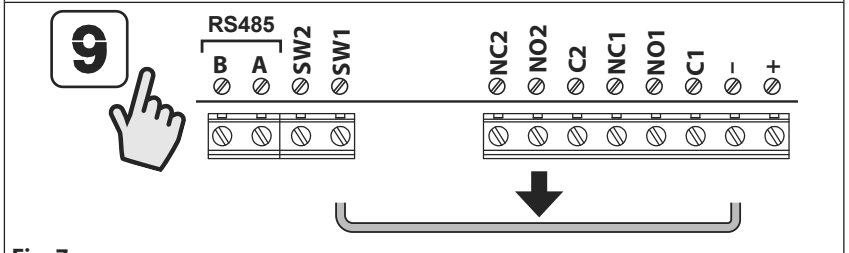

Fig. 7
5. Rilasciare il pulsante **9** e successivamente rimuovere il corto tra i morsetti **–** e **SW1**, vedi **Fig. 7**;